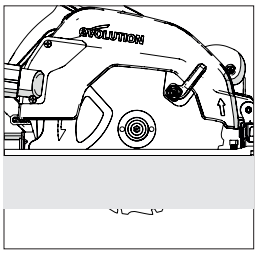

Fig. 12
- Na maioria dos casos, a profundidade de corte deve ser ajustada de acordo com a espessura do material a ser cortado e a profundidade de metade de um dente de serra (da ponta do dente à raiz do dente). **(Fig. 12)**
(13) AJUSTE DE ÂNGULO DE CORTE (BISEL)